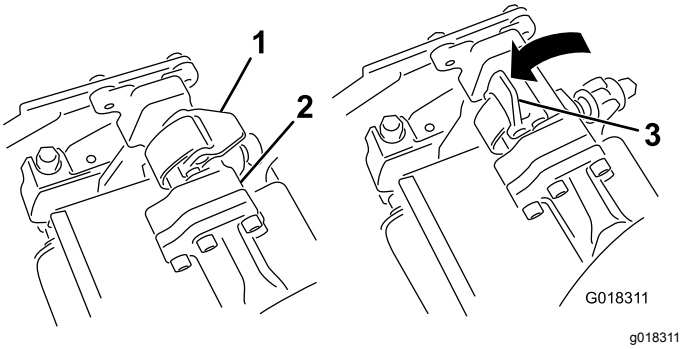
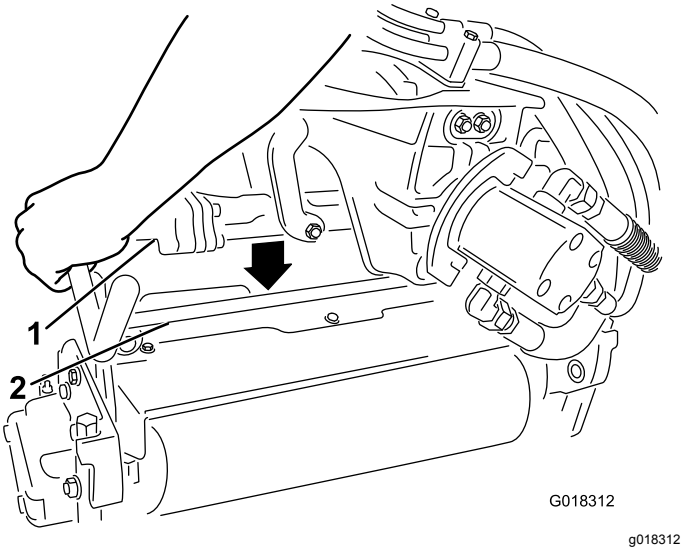

Figura 2
Figura 3
2. Com os fechos na barra do braço de suspensão abertos (Figura 2), empurre o braço de suspensão para baixo de forma a que a barra passe pela barra através da parte superior da unidade arranca-grampos (Figura 3).
3. Feche os trincos para fixar a unidade arranca-grampos no sítio (Figura 2).